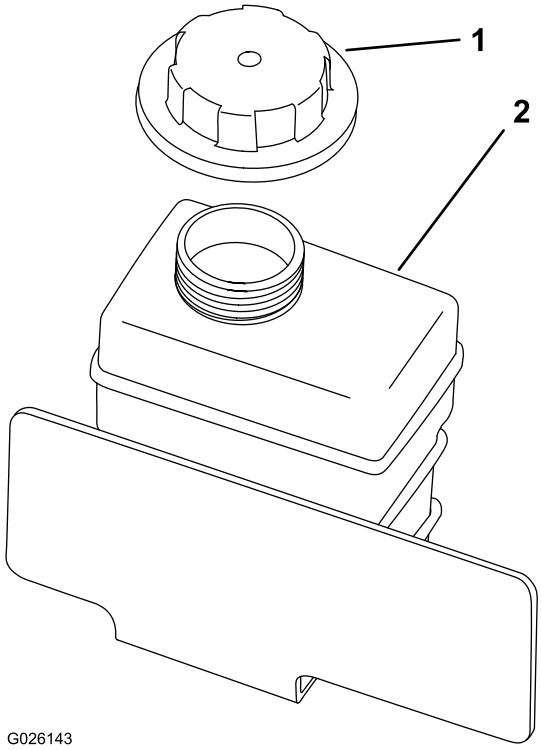

**Figur 17**
2. Kontroller kølervæskestanden i reservetanken (Figur 17).